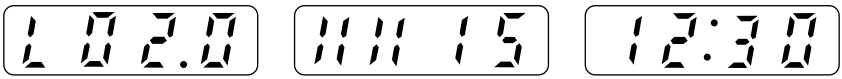

Рис. 1 A Рис. 1 B Рис. 1 C
- под дисплеем, (рис. 1в) показывает что текущий расход воды равен 15 л/мин;